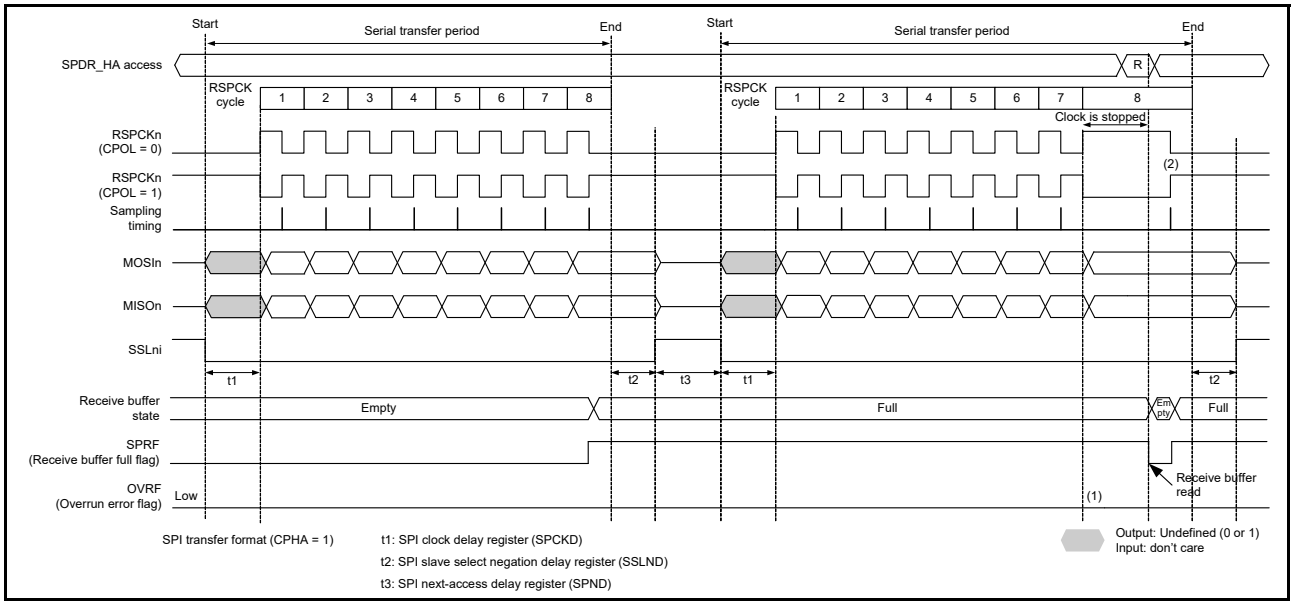
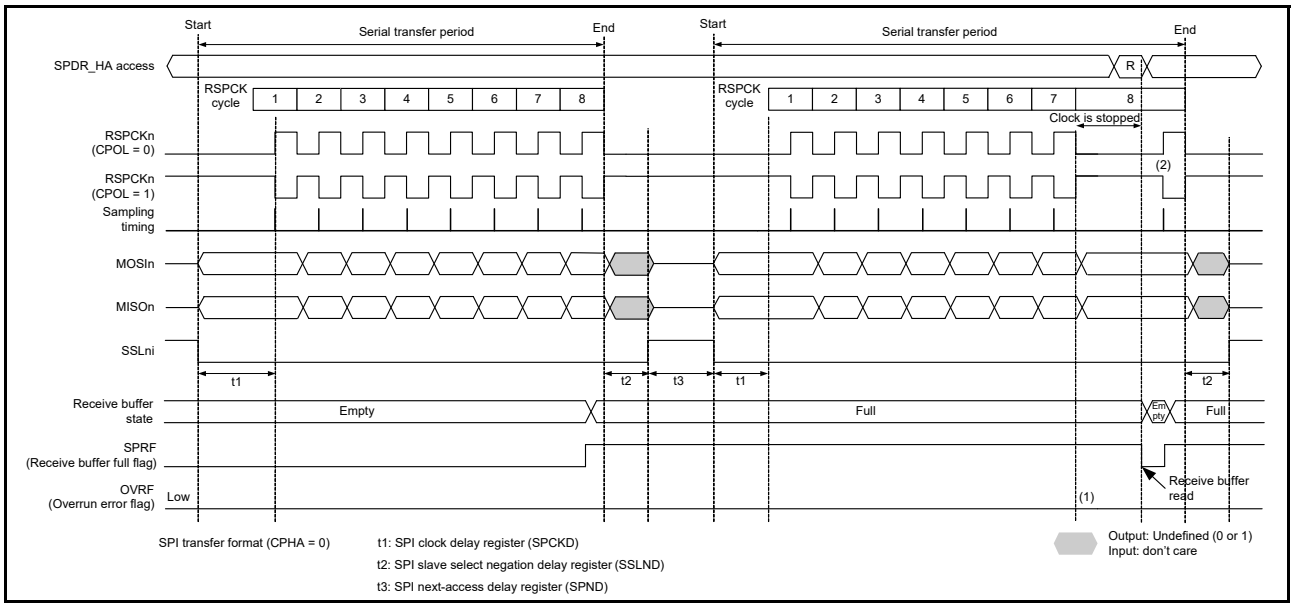

Figure 30.29 Clock stop waveform when serial transfer continues while receive buffer is full in master mode with CPHA = 1
Figure 30.30 Clock stop waveform when serial transfer continues while receive buffer is full in master mode with CPHA = 0
When the RSPCK auto-stop function is enabled in master mode, an overrun error does not occur. Figure 30.29 and Figure 30.30 show the clock stop waveform when a serial transfer continues while the receive buffer is full in master mode.
The operation of the flags at timings (1) and (2) in Figure 30.29 and Figure 30.30 is as follows:
(1) When the receive buffer is full, an overrun error does not occur because the RSPCK clock is stopped.
(2) If SPDR/SPDR_HA is read while the clock is stopped, data in the receive buffer can be read. The RSPCK clock restarts after reading the receive buffer (after SPSR.SPRF is set to 0).